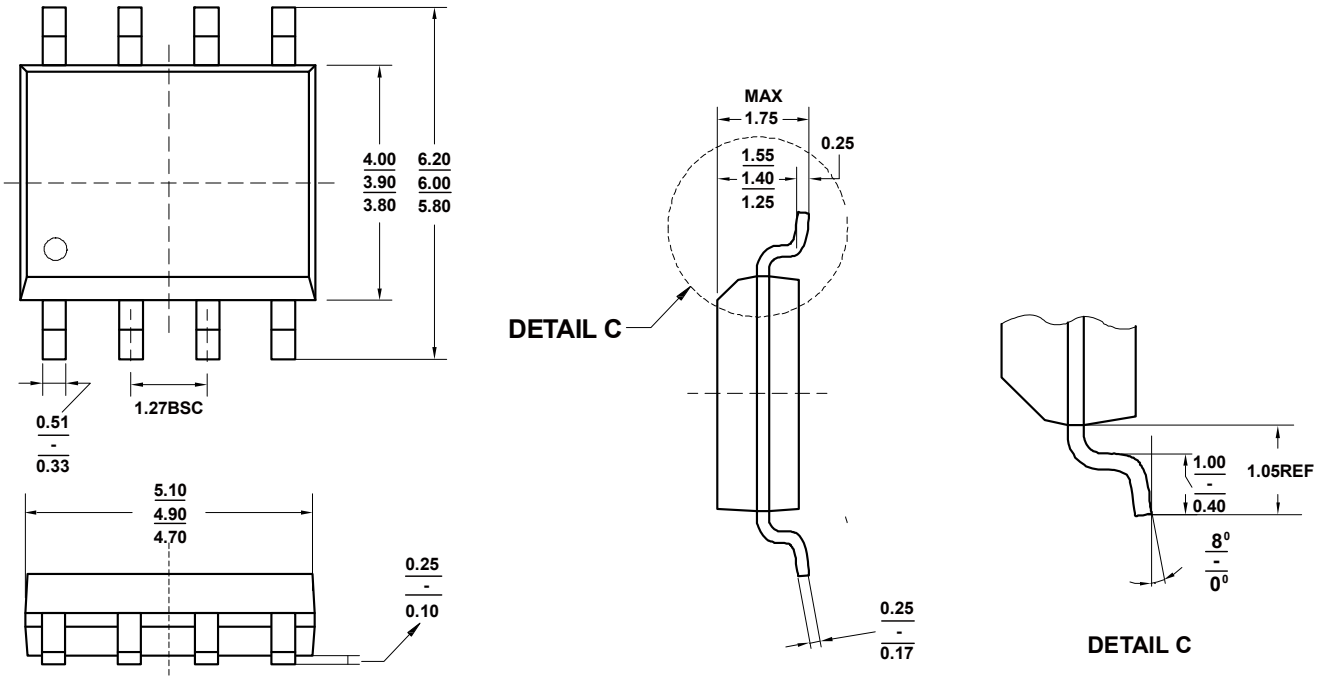
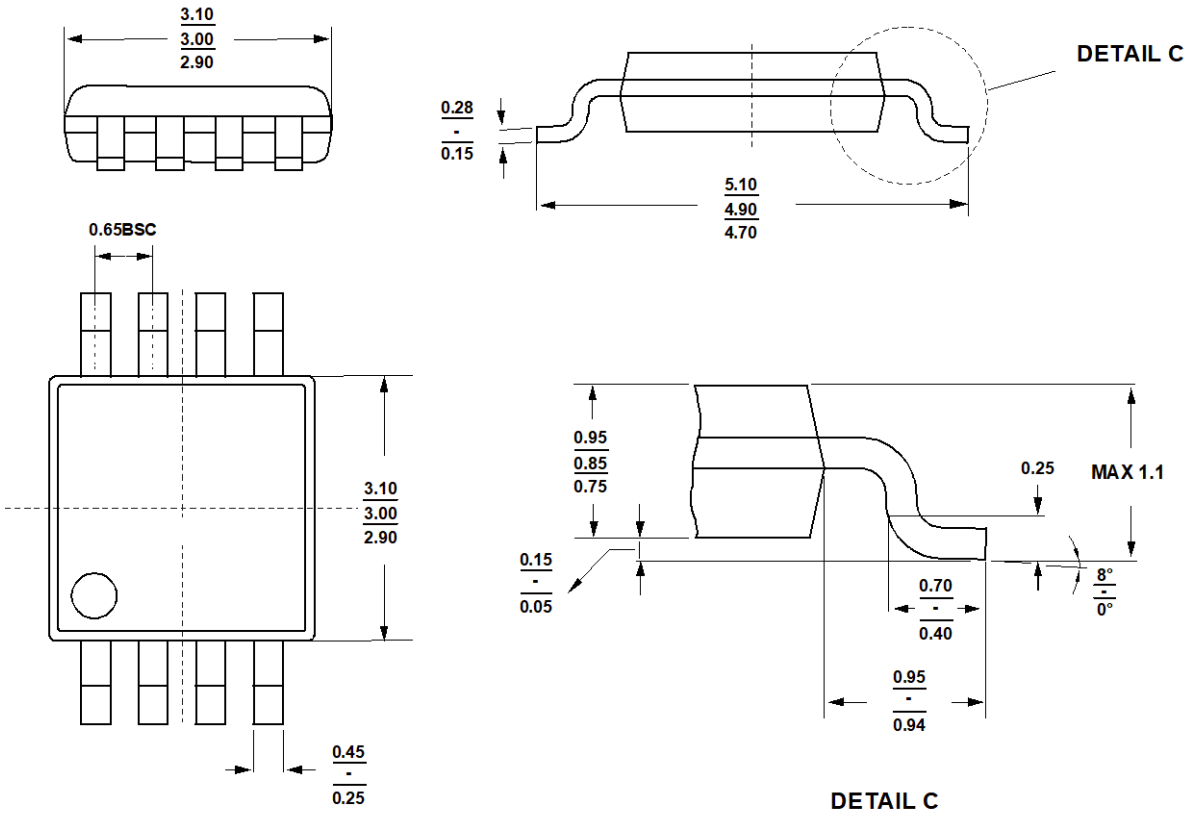
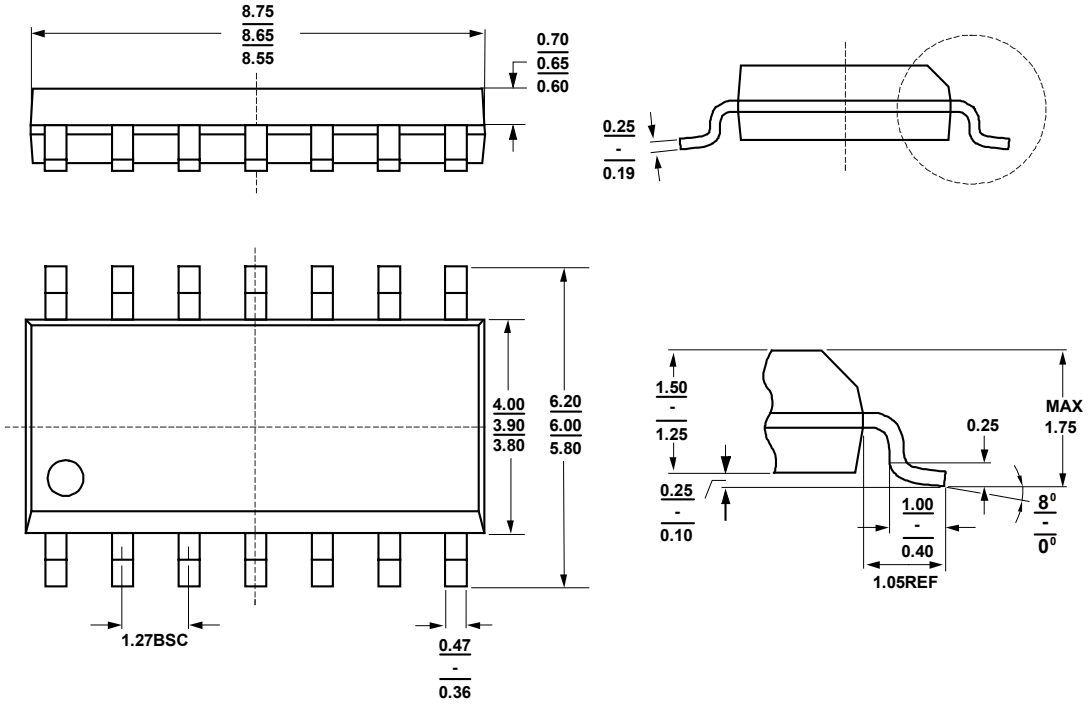
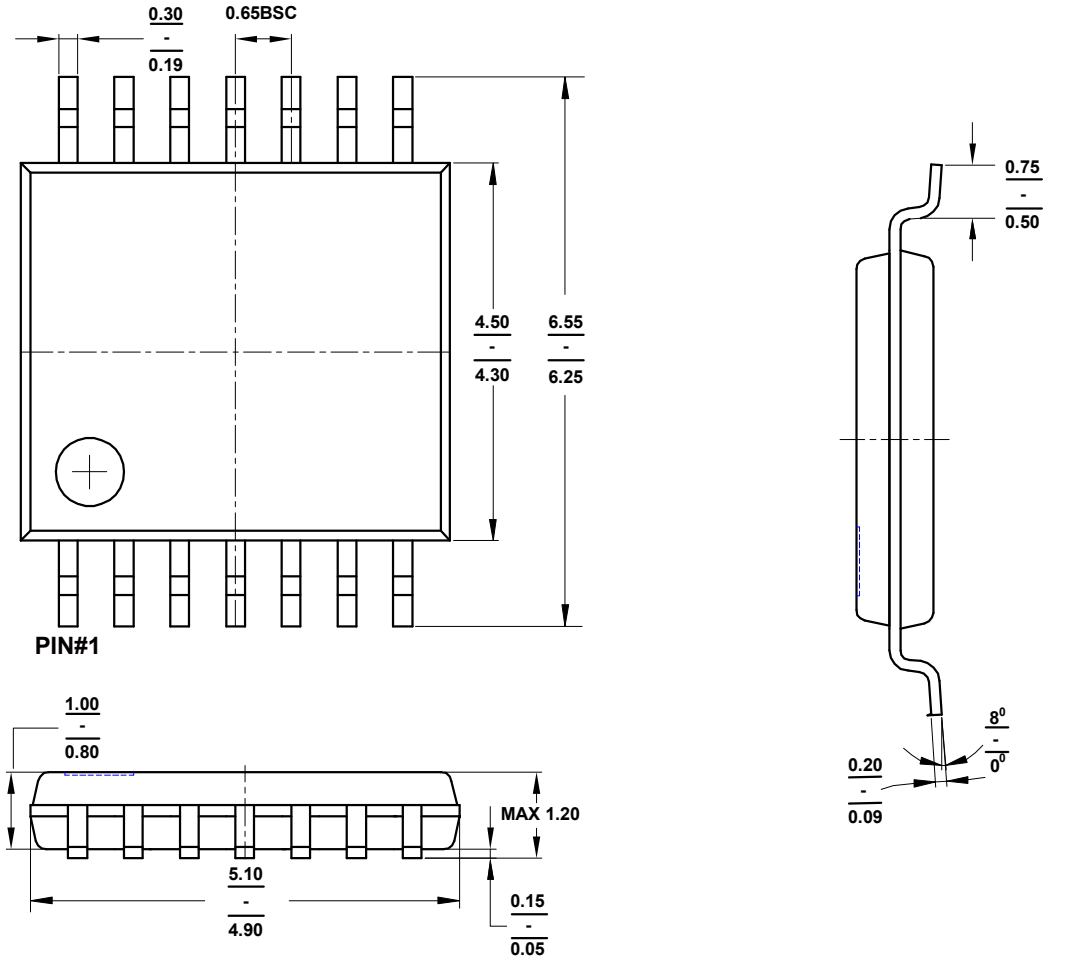

Figure 46. 8-Lead SOIC Package Dimensions shown in millimeters
Figure 47. 8-Lead MSOP Package Dimensions shown in millimeters
Figure 48. 14-Lead SOIC Package Dimensions shown in millimeters
Figure 49. 14-Lead TSSOP Package Dimensions shown in millimeters
- Place the external components as close to the device as possible. As illustrated in Figure 46, Figure 47, Figure 48 and Figure 49, keeping R_F, R_G and C_F close to the inverting input minimizes parasitic capacitance.